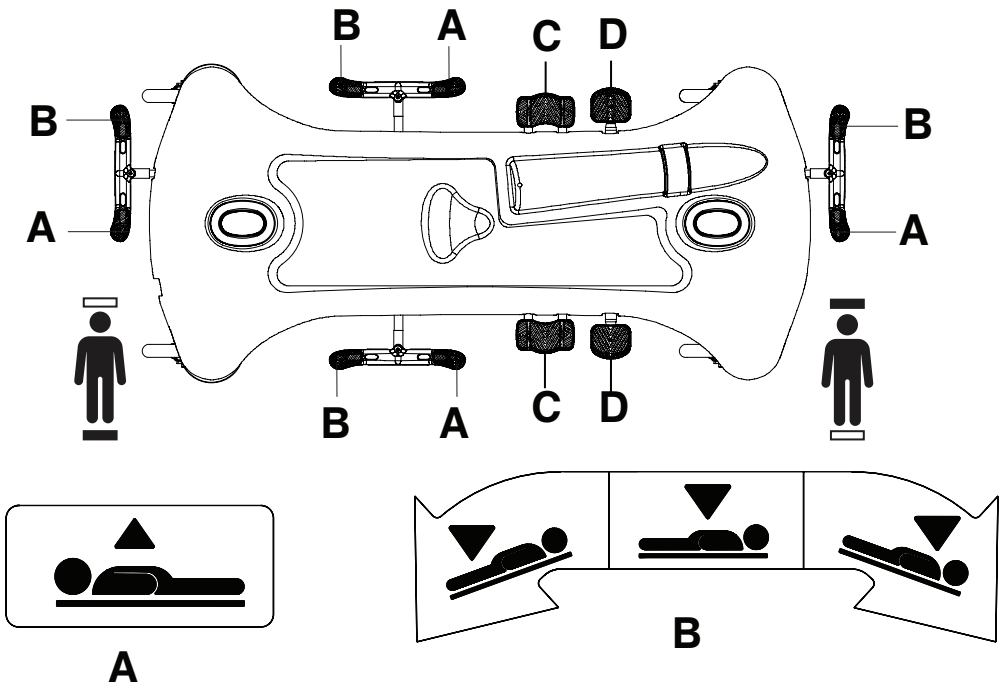

Abbildung 3 – Anheben und Absenken der Liegefläche
Zum Anheben der Liegefläche das Pumppedal (D) pumpen, bis die gewünschte Höhe erreicht ist (Abbildung 3).
Zum Positionieren des Produkts in die Trendelenburg-Position (Kopfende unten) die Liegefläche in die höchste Position anheben (Abbildung 3).
Zum Positionieren des Produkts in der Anti-Trendelenburg-Position (Fußende unten) die Liegefläche in die höchste Position anheben (Abbildung 3).